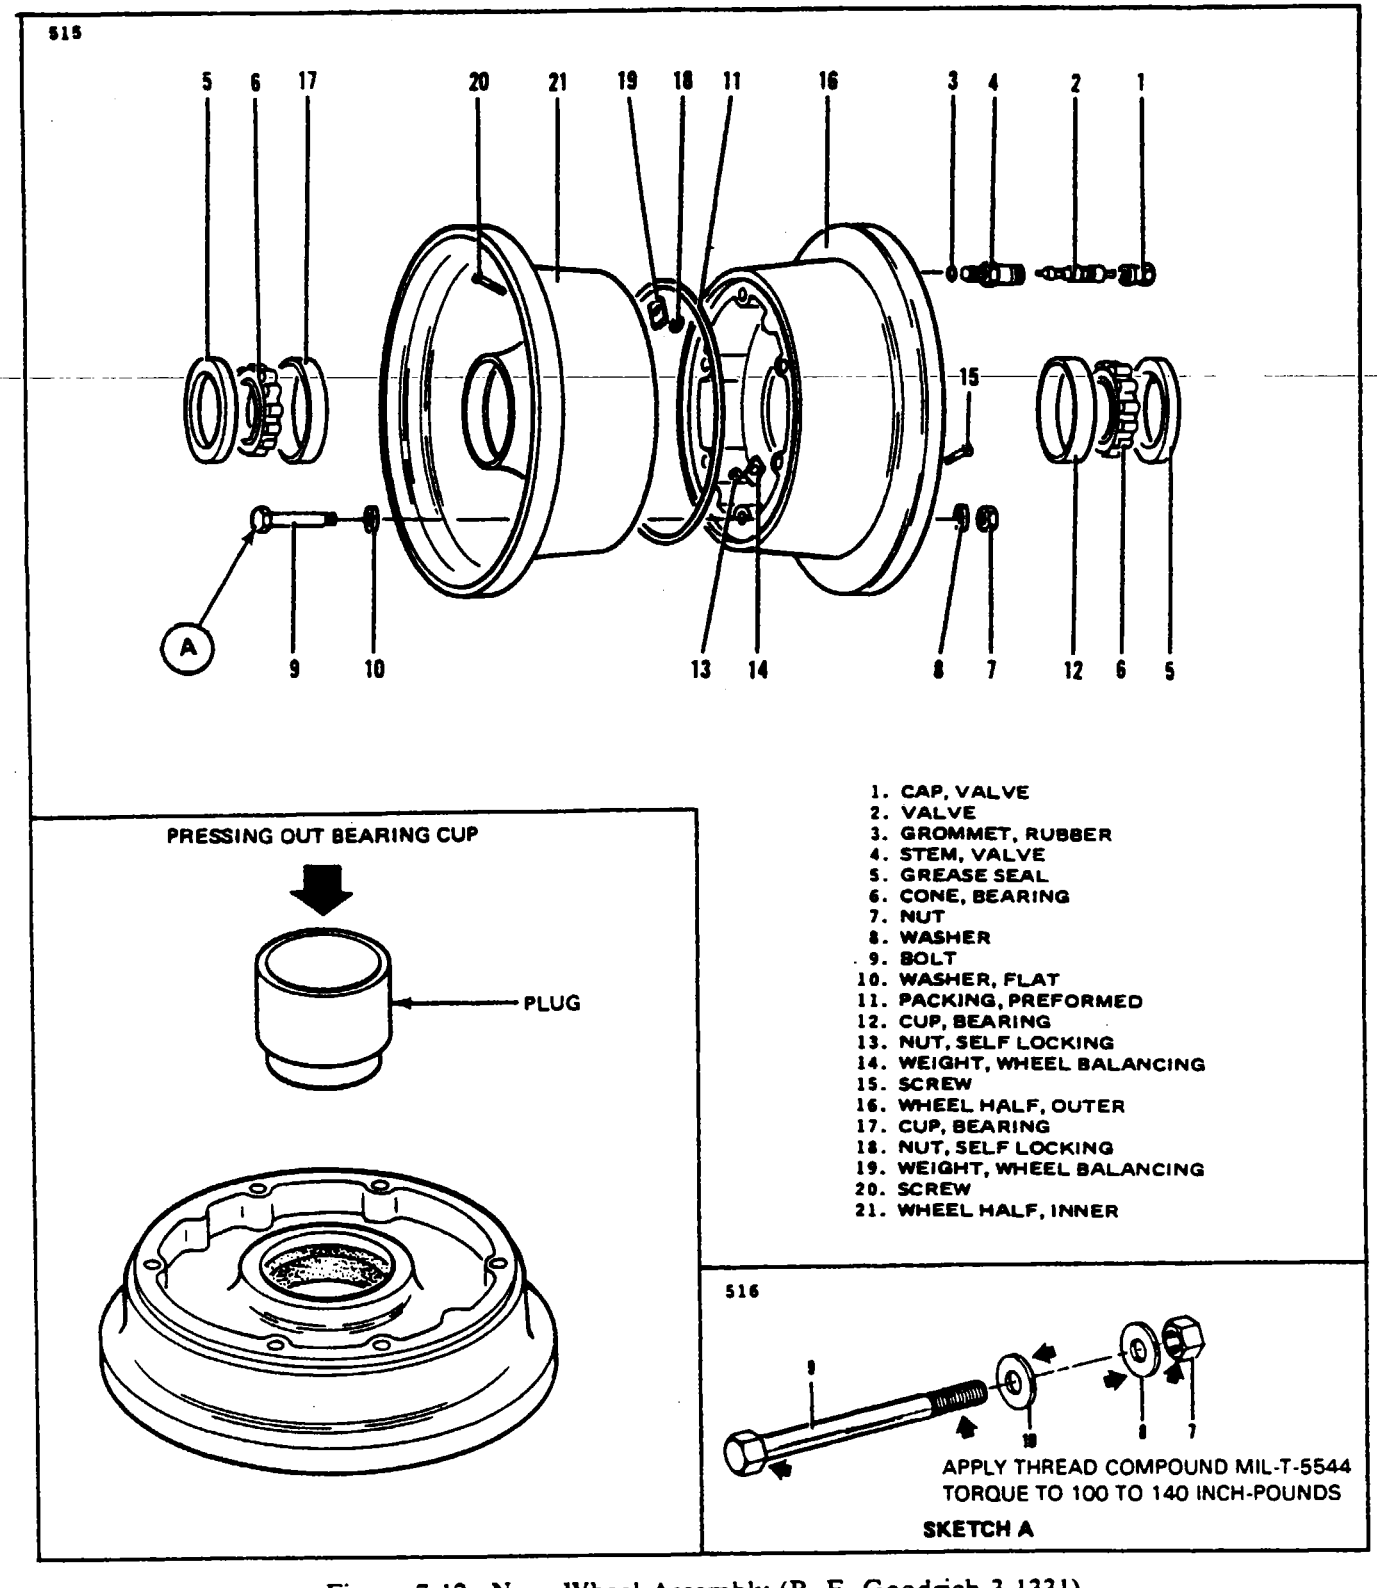

Figure 7-12. Nose Wheel Assembly (B. F. Goodrich,3-1331)
7-50. REMOVAL AND DISASSEMBLY OF NOSE WHEEL. (B. F. GOODRICH) (Refer to Figure 7-12 or 7-13.)
Bearing cups are a press fit into the wheel halves and should not be removed unless replacement is necessary. If cups are to be replaced, heat the wheel half to (275° to 300° F); then press out the cups with a plug (refer to Figure 7-12). Support the wheel hub while removing cups.
d. Install the tire and join the two wheel halves. Apply a generous coat of thread compound, MIL-T-5544 to threads of bolts, faces of washers, and bearing face of nuts. Tighten two nuts, diametrically opposite to 100 inch-pounds. Using the same procedure, retighten all nuts. Refer to Figure 7-12 or 7-13.